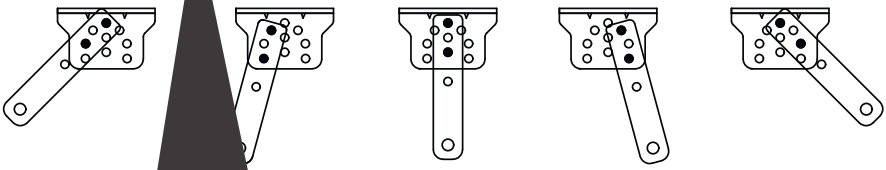

Rys. 5
2. Łącznik i uchwyt ścienny można łączyć w różnych położeniach (Rys. 5).